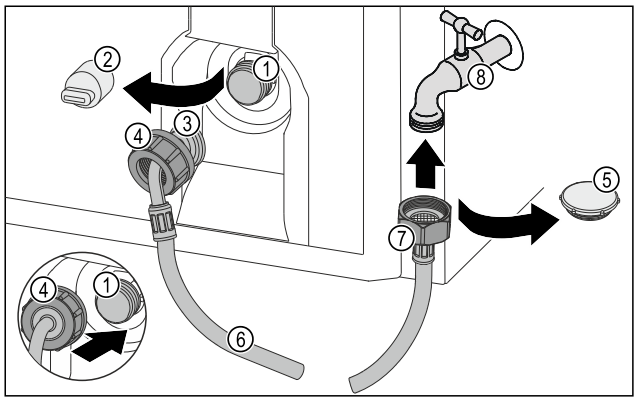

Fig. 27
- ▶ Verschlusskappe *Fig. 27 (5)* entfernen.
- ▶ Gerades Schlauchende *Fig. 27 (7)* am Wasserhahn *Fig. 27 (8)* ansetzen.
- ▶ Mutter am geraden Schlauchende *Fig. 27 (7)* im Uhrzeigersinn festziehen.